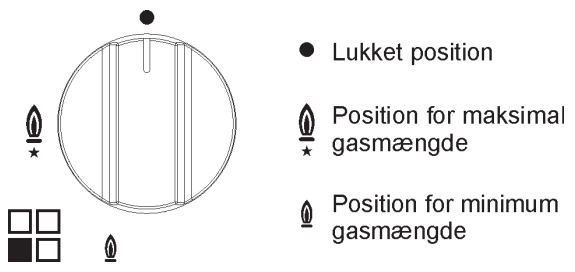

FIG. 1
Tryk og drej reguleringshåndtaget, som hører til den ønskede brænder mod uret, vælg Maksimum (stor flamme fig. 1) og hold en tændt tændstik hen til brænderen.
Tryk og drej reguleringshåndtaget, som hører til den ønskede brænder mod uret, vælg Maksimum (stor flamme fig. 1) tryk herefter på tændknappen "E" og slip den igen.
Tryk og drej reguleringshåndtaget, som hører til den ønskede brænder mod uret, vælg Maksimum (stor flamme fig. 1) og tryk håndtaget helt ned.
Ved brændere med flammeovervågning drejes reguleringshåndtaget, som hører til den ønskede brænder mod uret, vælg Maksimum (stor flamme fig. 1), indtil der mødes en lille modstand. Herefter trykkes håndtaget ned og de tidligere angivne handlinger udføres igen.
- Når kogepunktet er nået, drejes håndtaget til Minimum (lille flamme fig. 1).
- ***tænding af brænderne med flammeovervågning kan kun ske, når håndtaget står på Maksimum (stor flamme fig. 1).***